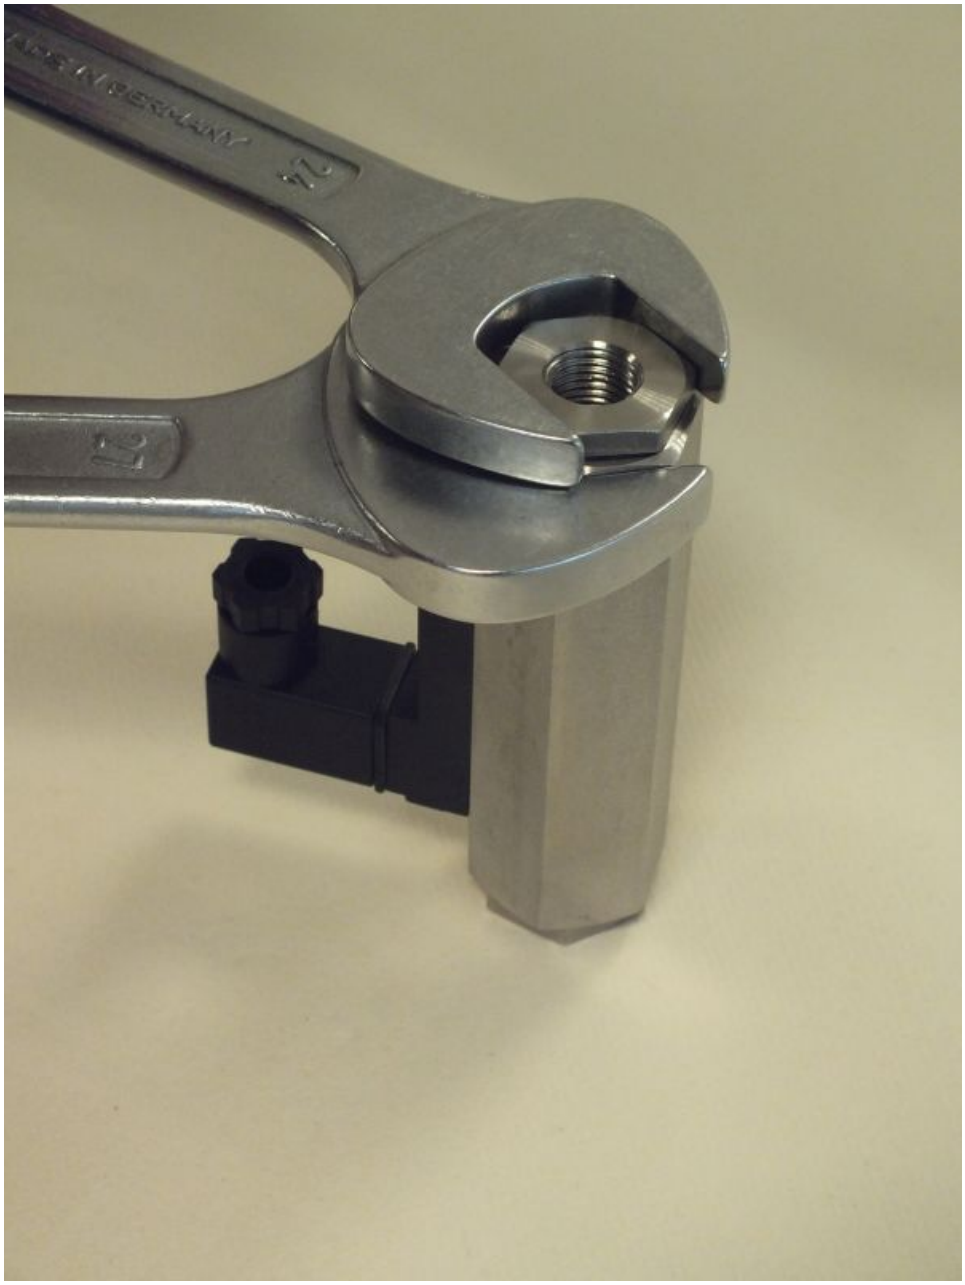

Fig. 42: Loosen process connection (inlet)
8. Loosen the process connection (inlet) (*Fig. 42*) using the proper sized fixed spanner wrench. Hold the device body in place using a proper sized spanner wrench.